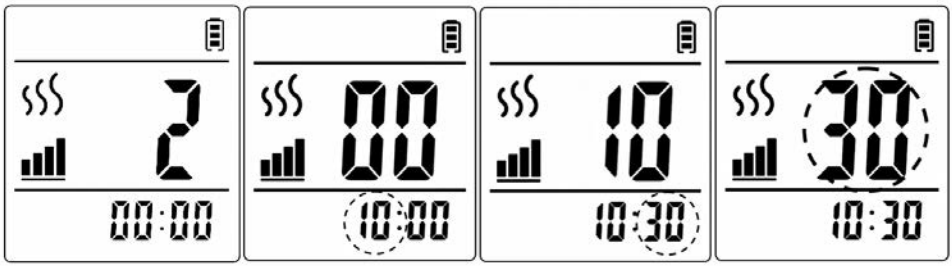

Abb. 2-1 Abb. 2-2 Abb. 2-3 Abb. 2-4
1. Wenn die Fernbedienung eingeschaltet wird (siehe Abb. 2-1), ist die Standardzeit 00:00. Gehen Sie zum Einstellen der Uhrzeit wie folgt vor: